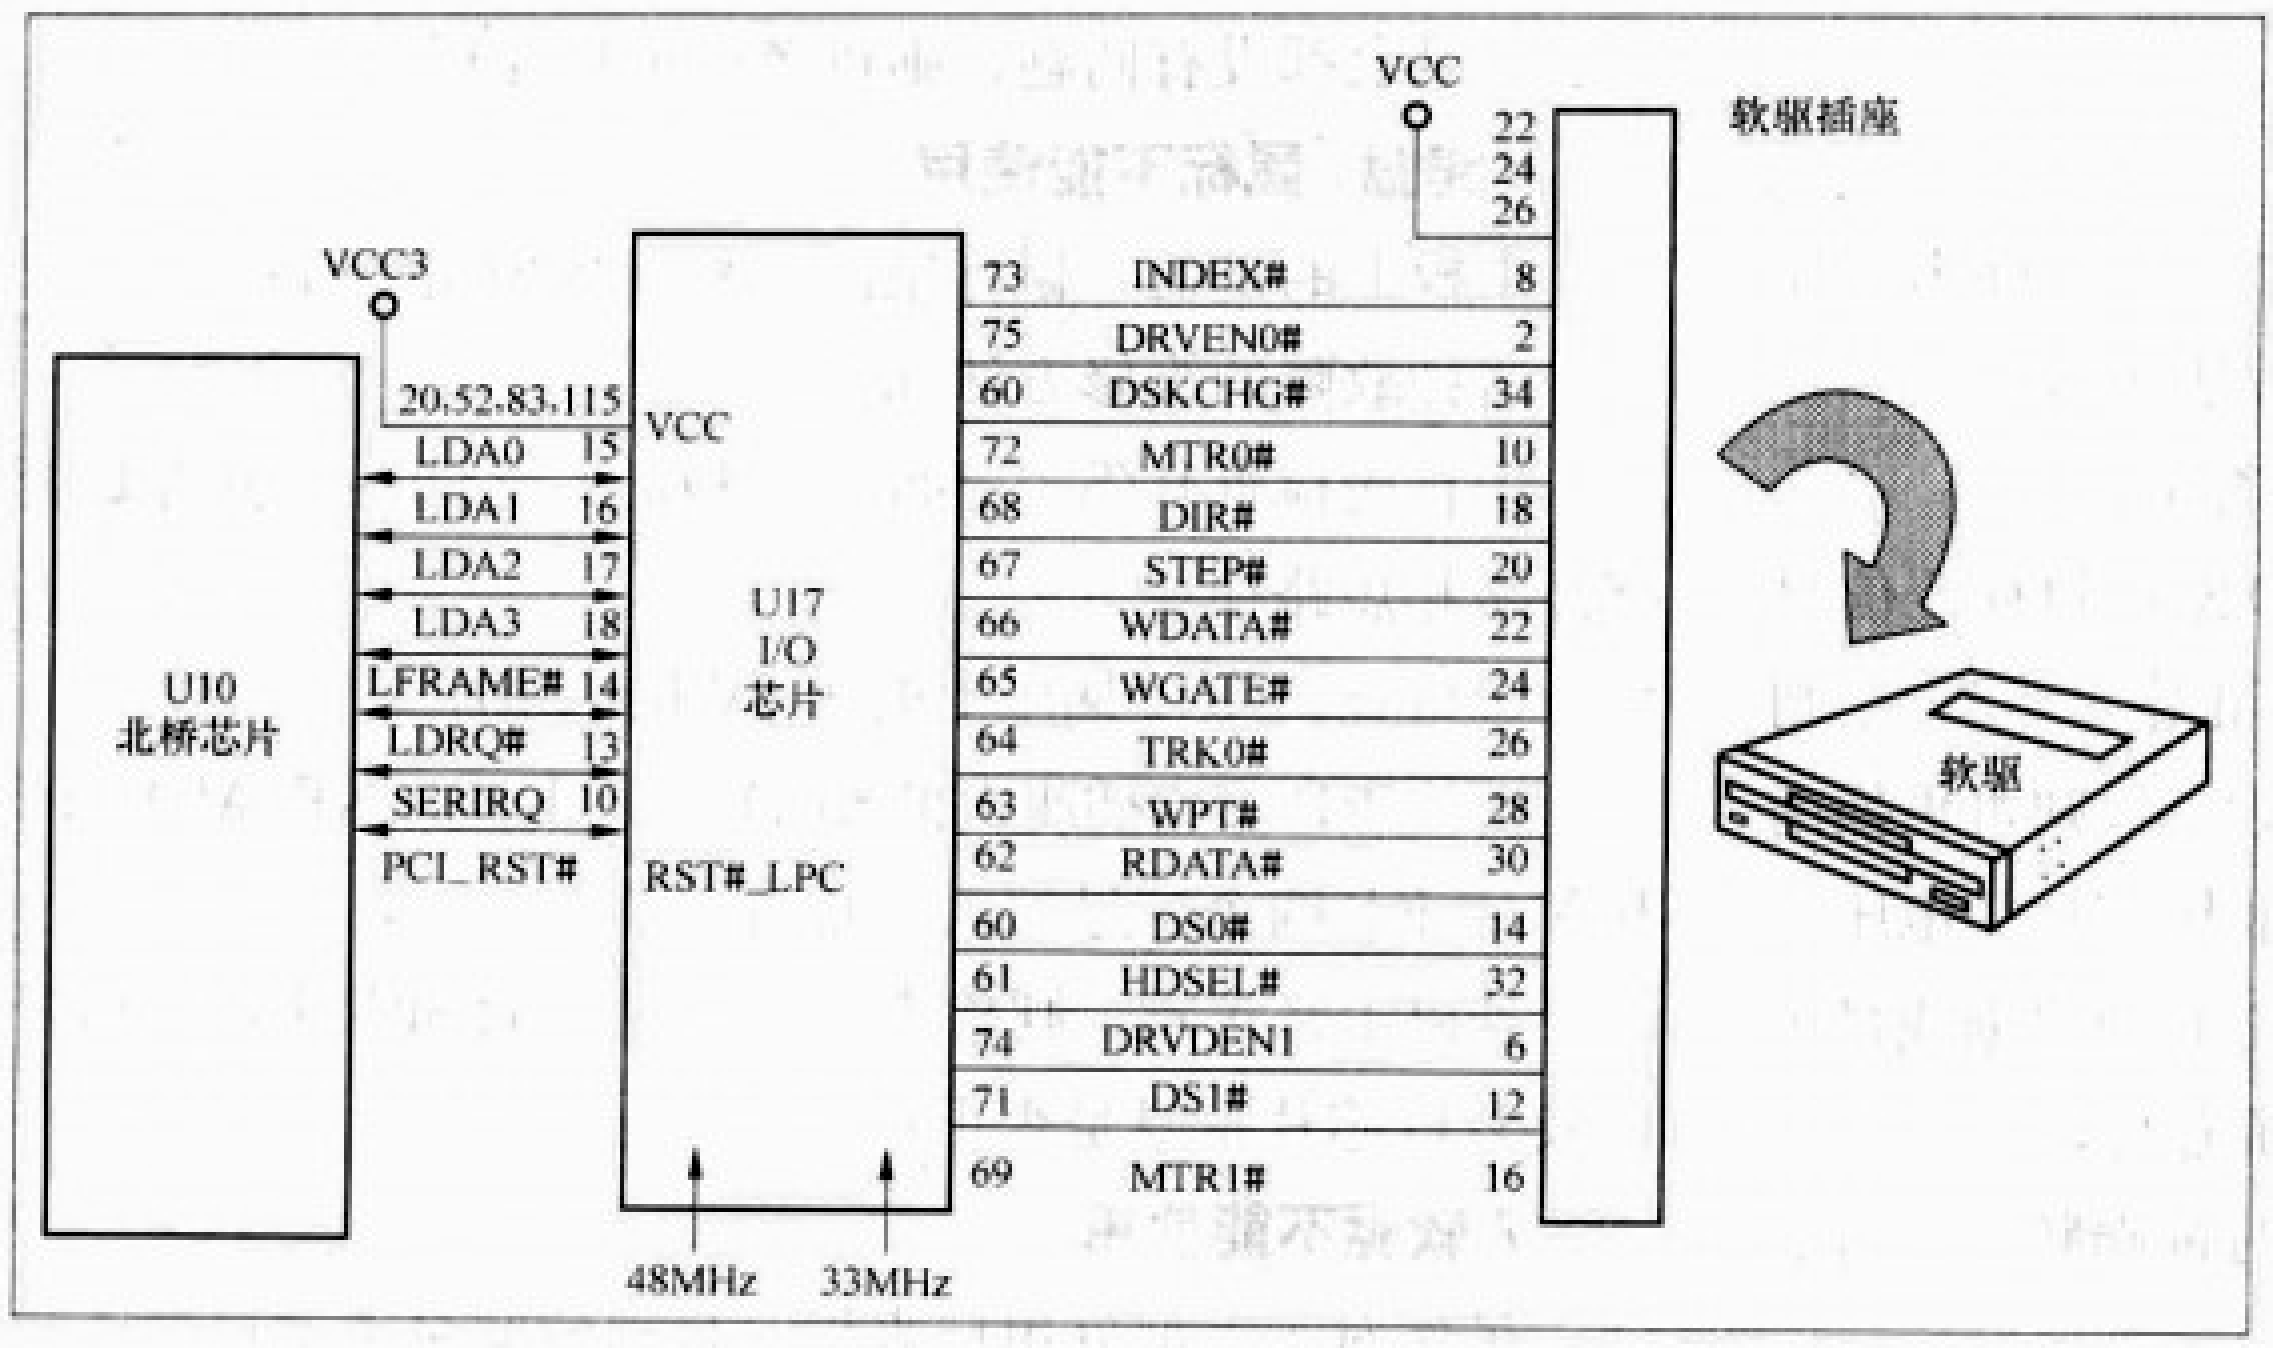

图3
①先目测一下I/O芯片周围是否有开路或者短路的元器件，测试并确定软驱是否正常。
②进入CMOS内查看一下"Main"选项内的"Floppy"一项是否被设为"NONE"及"Advance"内的"I/O Device Configuration"选项下的"Floppy R/W"是否被设为"Only Read"。
③检查软驱插座中的DENSEL#、MTR[0:1]#、DRV[0:1]#、WDATA#、DIR#、STEP#、HDSEL#、WGATE#、RDATA#、TRK0#、INDEX#、WPT#和DSKCHG#等信号端的对地阻值是否正确，软驱在主板上的接口电路如图3所示。
④检查I/O芯片上的"CLK48M_SIO"信号是否正确。
⑤检查I/O芯片上的"LDRQ#"信号是否正常，若以上都正常则可先更换I/O芯片。